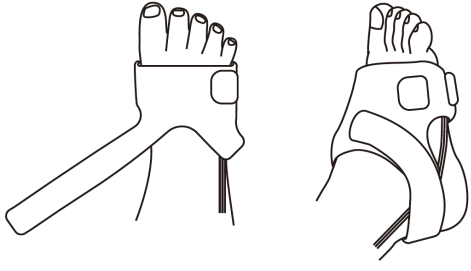

Figure 3.1.8
3. Utiliser la sangle de cheville pour fixer le câble du capteur sur la cheville ou la jambe (voir Figure 3.1.8). Ne pas trop serrer.